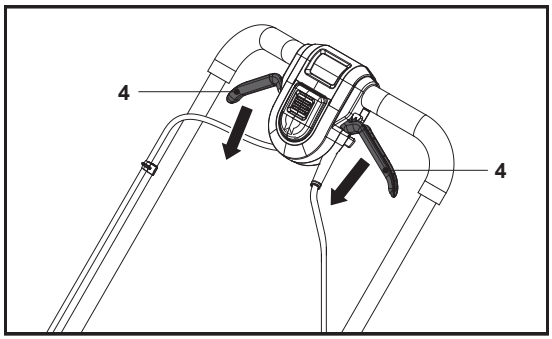

Rys. 15
Puścić dźwignie uruchamiania (4), aby wyłączyć silnik i zatrzymać ostrze tnące (23) (rys. 15).